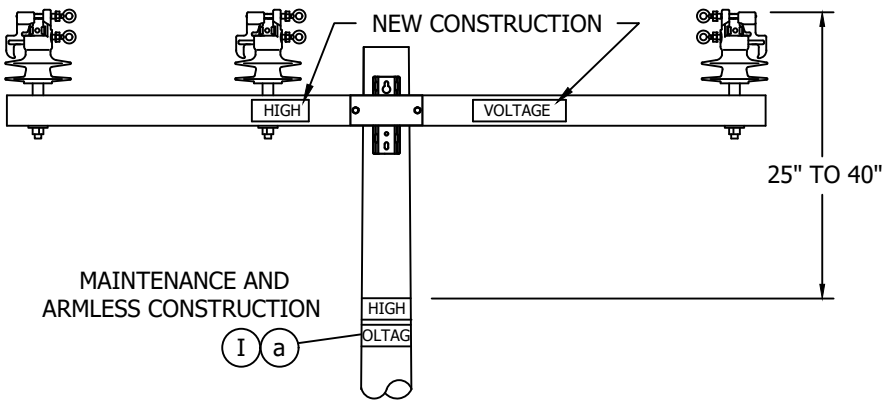

FIGURE 1
(I) CORRECTIVE MAINTENANCE: BROKEN, DETERIORATED OR MISSING CROSSARM "HIGH VOLTAGE" SIGNS MAY BE REPLACED ON THE POLE. THIS IS TO ENSURE THAT A SINGLE Q.E.W. MAINTAINS THE MINIMUM APPROACH DISTANCE FOR 12KV. THE SIGN SHALL BE PLACED NO MORE THAN 40-INCHES BELOW THE LOWEST CONDUCTOR OF THE LOWEST CIRCUIT (SEE FIGURE 1).